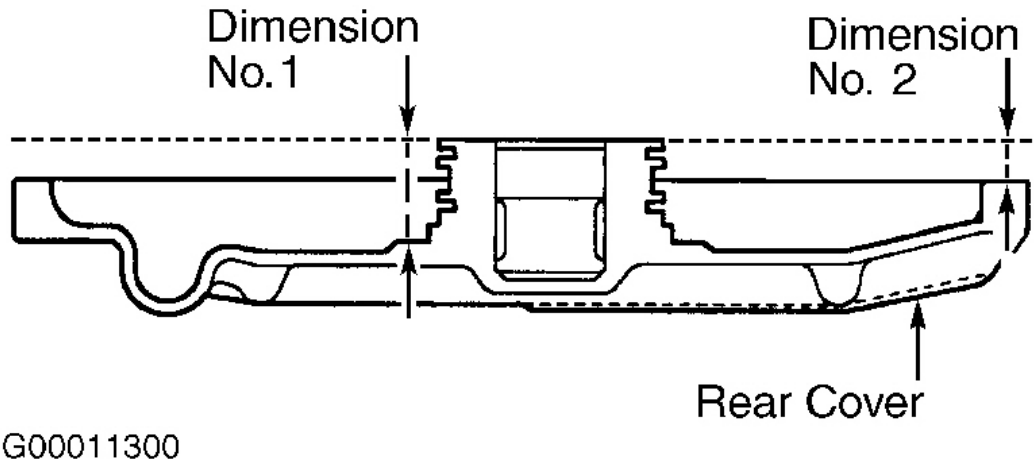

Fig. 70: Measuring Distance Between Rear Cover Surfaces (Dimensions No. 1 & No. 2)
20. Measure dimension No. 1 and dimension No. 2 of rear cover in 2 places. See **Fig. 70**. Subtract dimension No. 2 from dimension No. 1. This total equals dimension "C". Calculate direct clutch end play by subtracting dimension "B" from dimension "C". End play should be .008-.037" (.20-.94 mm).